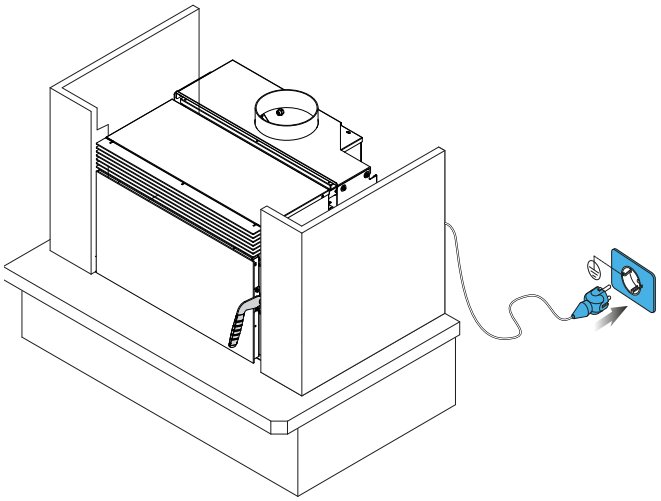

Abb. 6.1.15
15) Erstellen Sie die Stromversorgung auf der Rückseite des Ofeneinsatzes und schließen Sie das Netzkabel an (Abb. 6.1.15).